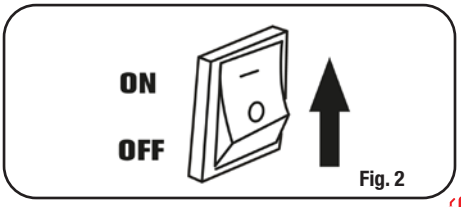

Fig. 2
2. Coloque o interruptor ENGINE (Fig. 2) em "ON".